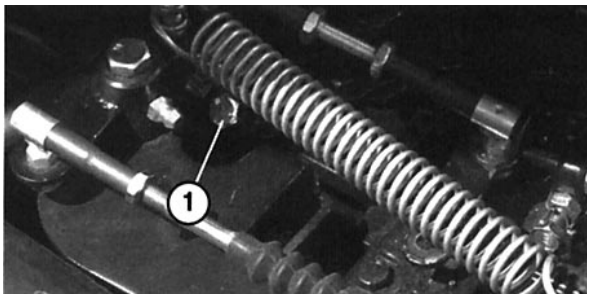

**Figure 13**
**3.** Open the air bleed screw on the fuel injection pump (Fig. 13) with a 10-mm wrench.